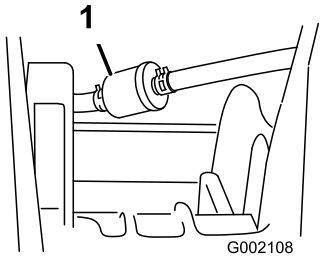

Figuur 37
3. Verwijder de klemmen waarmee het brandstoffilter vastzit aan de brandstofleidingen (Figuur 37).